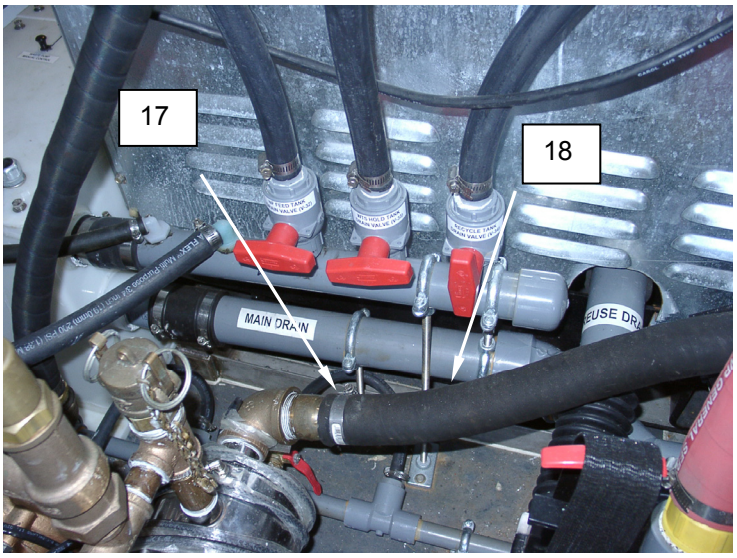

Figure 9. Replace Internal Hoses.
3. Loosen and remove hose clamps **(Figure 9, Item 17)** retaining damaged hose **(Figure 9, Item 18)**.
4. Remove hose **(Figure 9, Item 18)**.
5. Cut replacement hose **(Figure 9, Item 18)** to same length as damaged hose.
6. Install replacement hose **(Figure 9, Item 18)**, and retain with hose clamps **(Figure 9, Item 17)**.